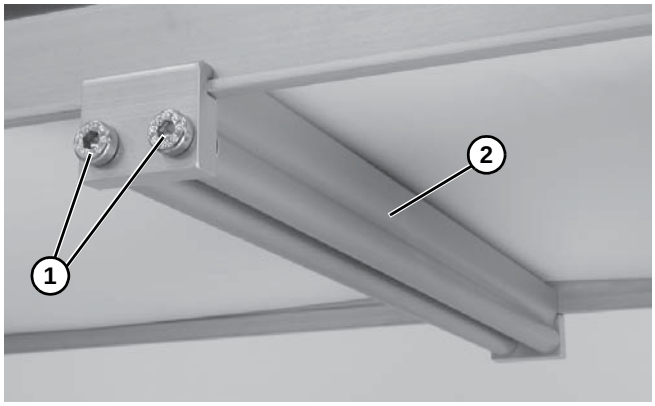

Figure 14
3. Install roller assembly as shown **(Figure 14, item 1)**. Tighten screws **(Figure 14, item 2)** to 60 in-lb (7 Nm).